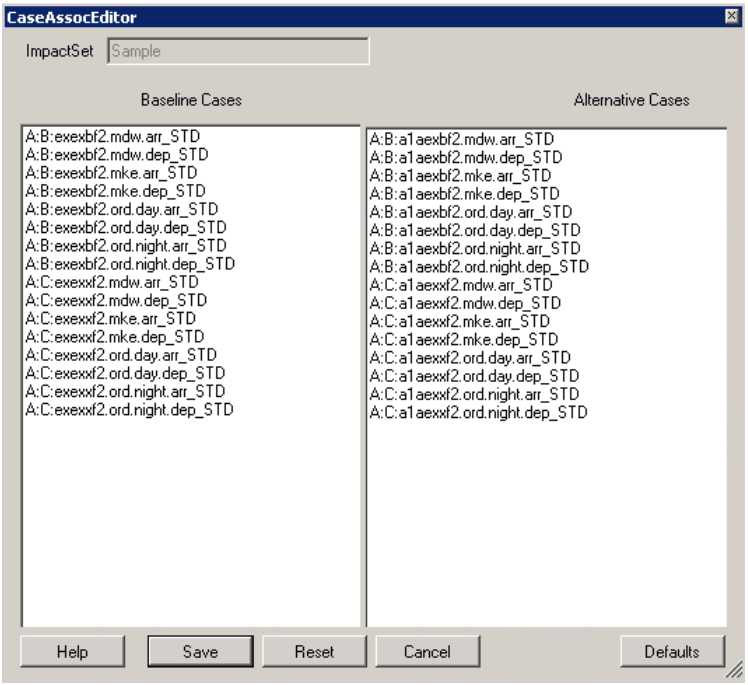

Figure 8-11 Case Association Editor Dialog Box
c. Select *Create/Edit Case Associations*. A *Case Assoc Editor* dialog box will open (Figure 8-11).